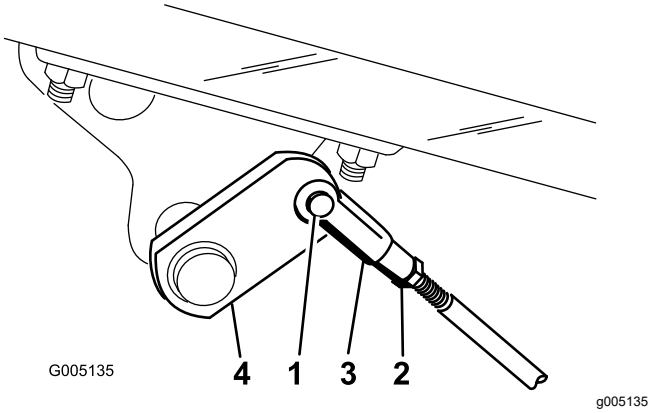

Figura 51
A. Desconecte las varillas de los frenos retirando el pasador de horquilla y la chaveta (Figura 51).
B. Afloje la contratuerca y ajuste la horquilla (Figura 51).
C. Monte la horquilla en el eje del freno (Figura 51).